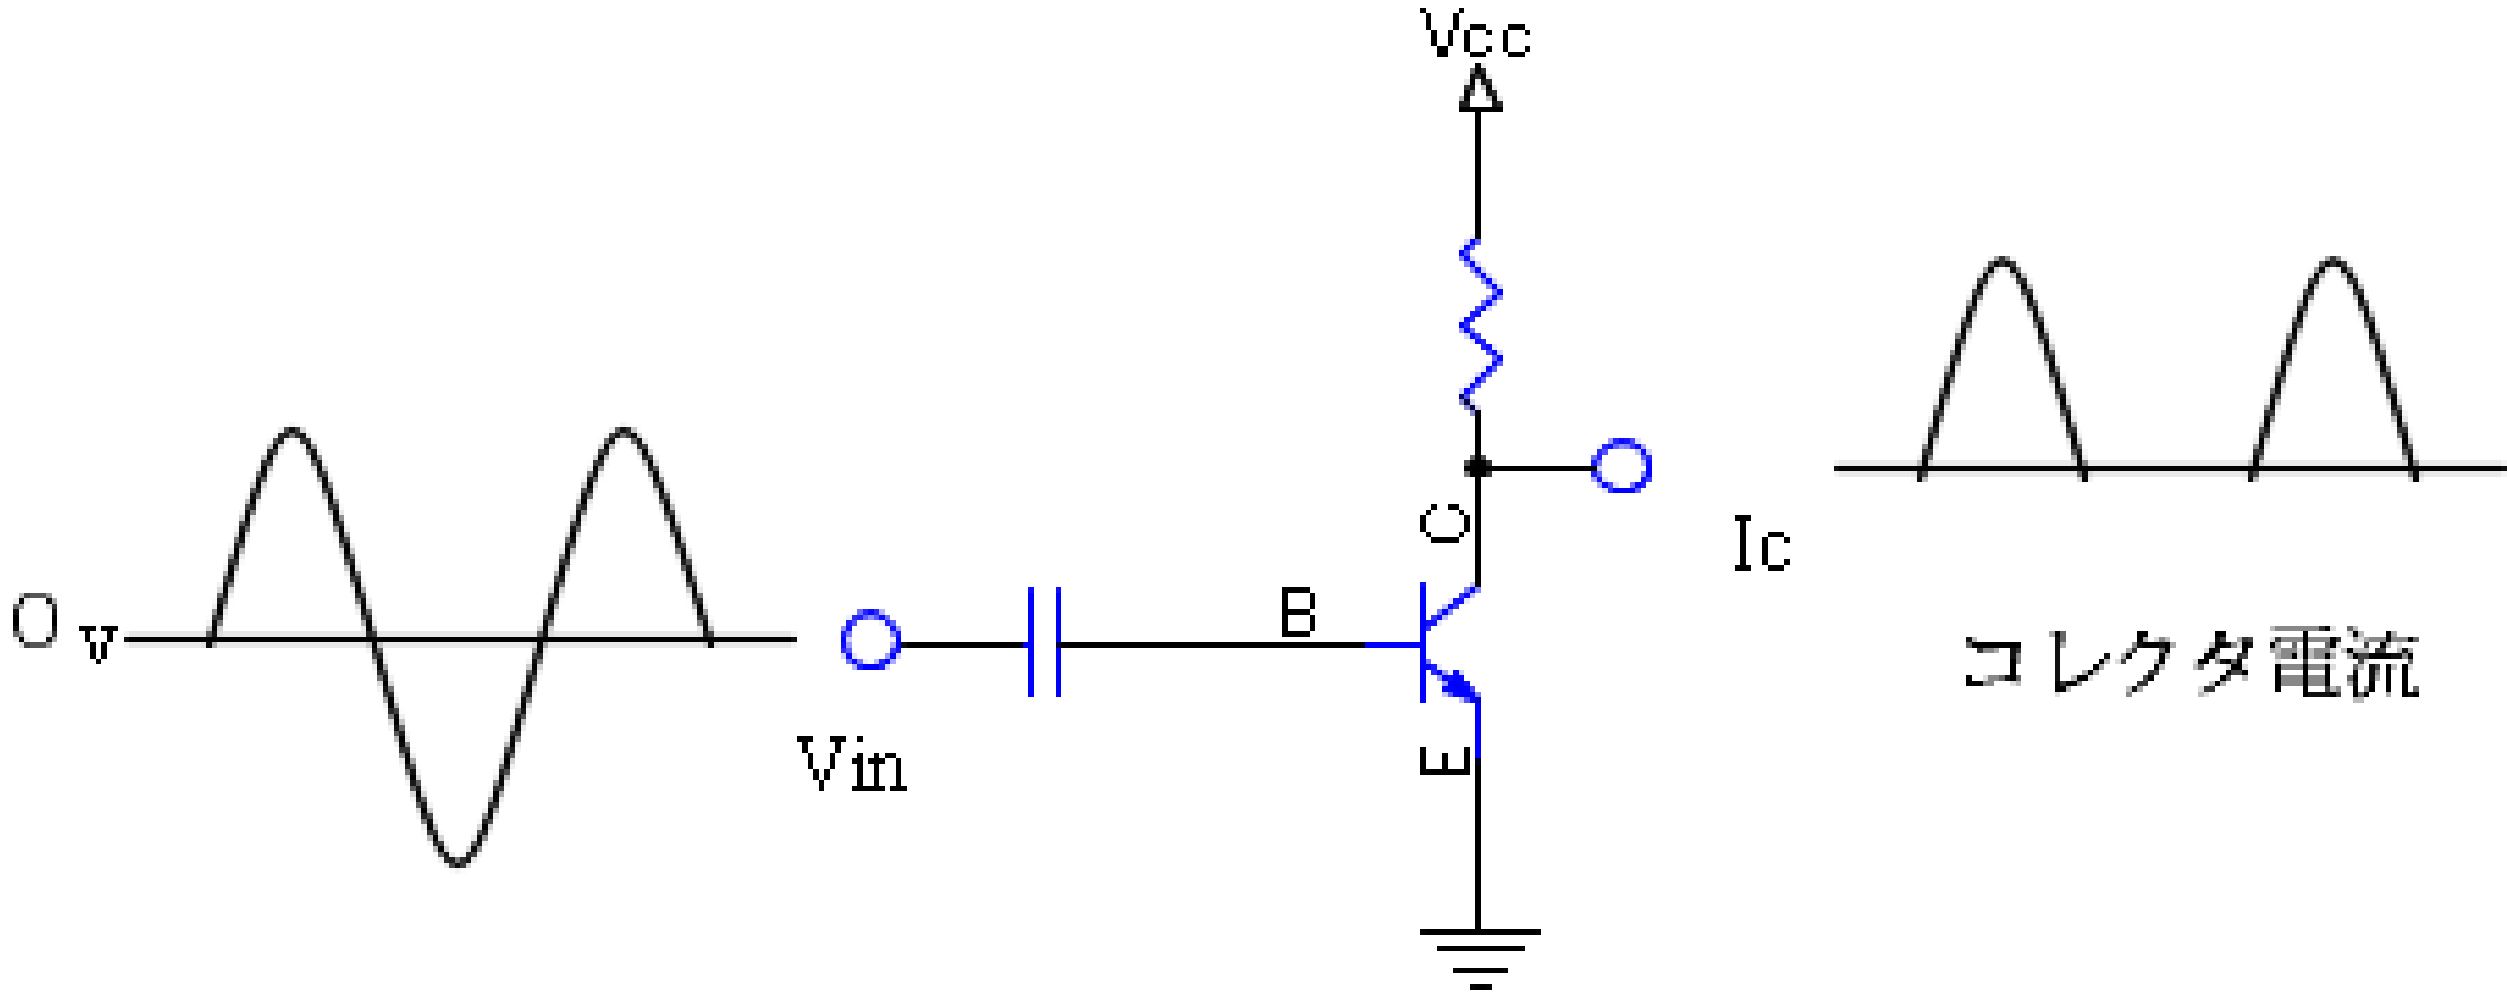

図 1
- この状態でVinに交流信号を入力すると出力は次の図のように図1の場合とは違う、入力と相似な波形が得られる。